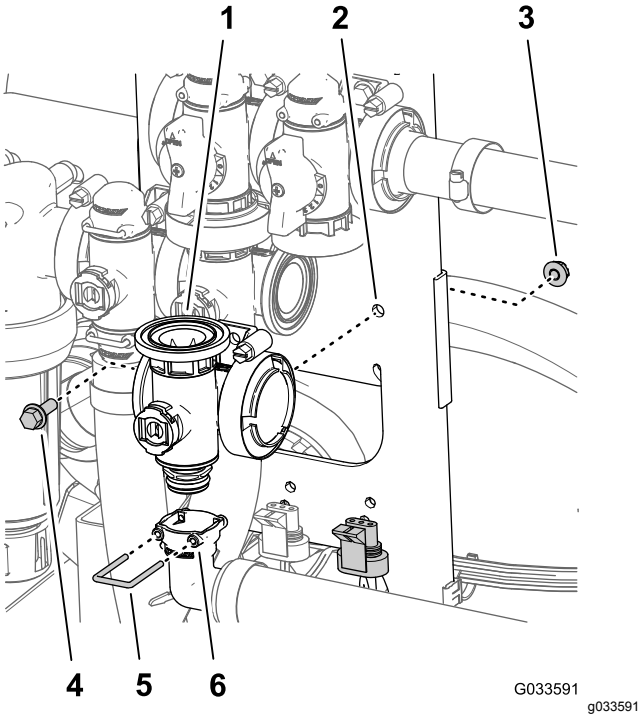

Figur 115
2. Fjern holderen som fester 90 graders uttaksnippelen til manifoldkoblingen for hovedbomventilen (Figur 115).
3. Fjern flenshodebolten (¼ x ¾ tomme) og flenslåsemutteren (¼ tomme) som fester hovedbomventilen til ventilfestet, og fjern ventilmanifolden fra maskinen (Figur 115).